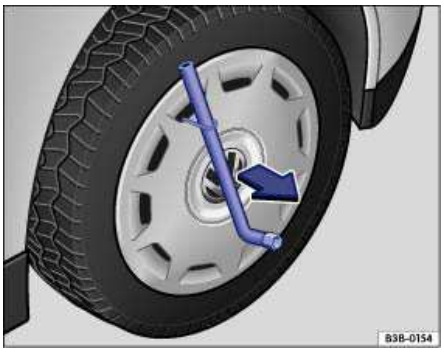

Fig. 183 Pulling the wheel cover off.
- Slide the lug wrench through the clip ⇒fig. 183 and pull the wheel cover off in the direction of the arrow.